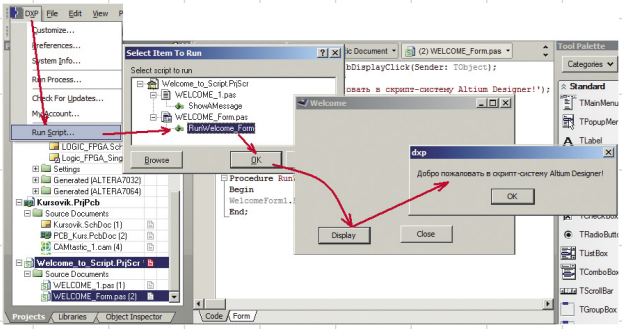

Рис. 8. Исполнение скрипт-формы
- в открывающемся окне выбора скрипта для исполнения (рис. 8) выбираем процедуру Welcome_Form.pas>RunWelcome_Form;